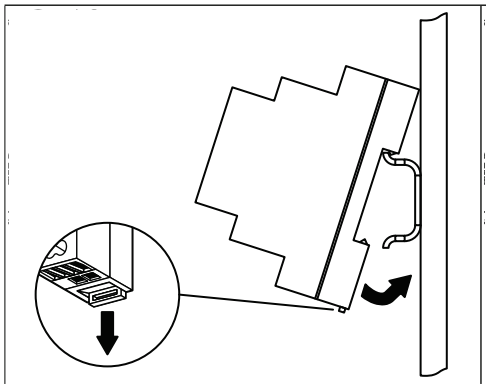
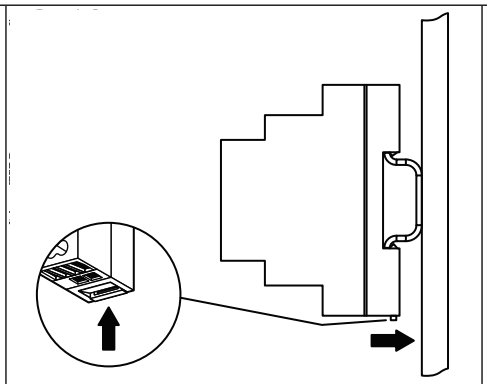
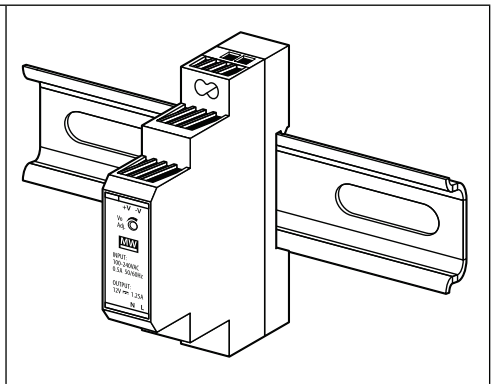

Fig. 48
Fig. 49
Fig. 50
- Fix the power supply to a DIN rail (following **Fig.48**, **Fig.49** and **Fig.50**).